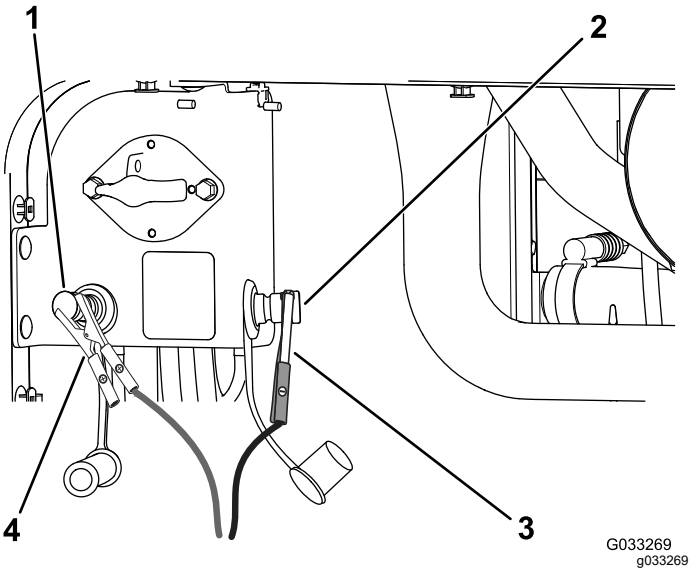

Figura 111
4. Conecte el cable puente positivo (+) al borne positivo de la batería del otro vehículo (Figura 111).
5. Conecte el cable puente negativo (-) al borne negativo de la batería del otro vehículo (Figura 111).
7. Cuando arranque el motor, haga que la otra persona desconecte el cable puente negativo (-) del borne negativo de la batería del otro vehículo, y a continuación, que desconecte el cable puente positivo (+) (Figura 111).